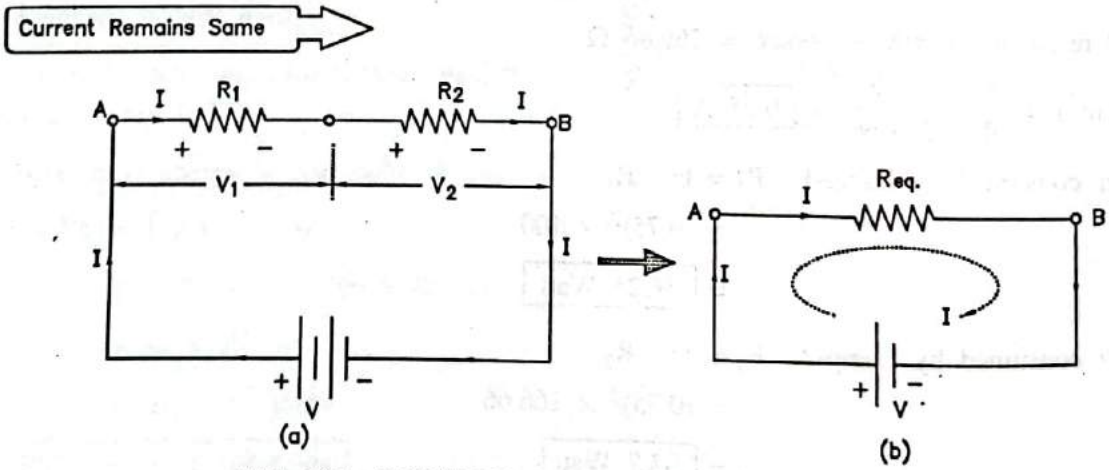

FIG. 1.26 : RESISTANCES CONNECTED IN SERIES
- Consider two resistances $R_1$ and $R_2$ connected in series across a voltage source of $V$ volts as shown in Fig. 1.26 (a).